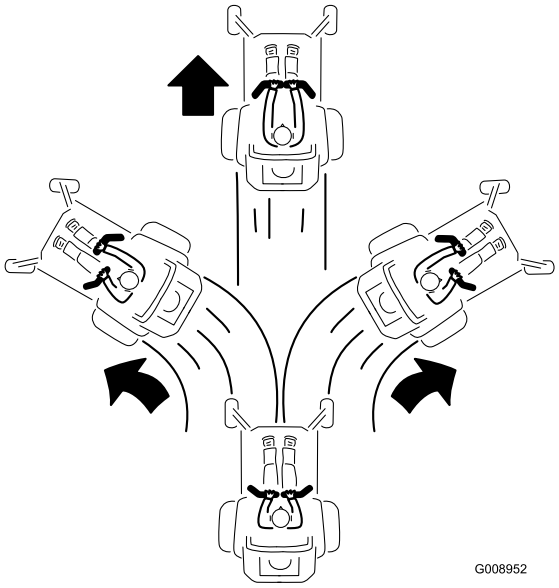

Figuur 16
2. Om vooruit te rijden, duwt u de rijhendels langzaam naar voren (Figuur 16).
Om in een rechte lijn te rijden, moet u gelijke druk uitoefenen op beide rijhendels (Figuur 16).
Om te draaien, vermindert u de druk op de rijhendels in de richting waarin u wilt draaien (Figuur 16).